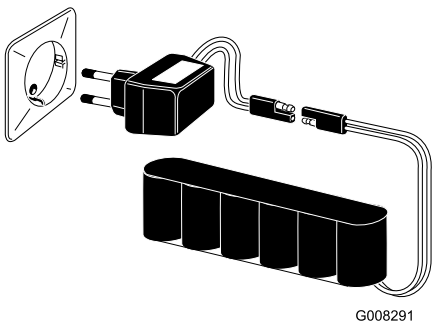

Bild 27
3. Schließen Sie das Ladegerät an die Batterie an (Bild 27).
4. Schließen Sie das Ladegerät an eine Steckdose an und laden Sie die Batterie für **24 Stunden** auf (Bild 27).